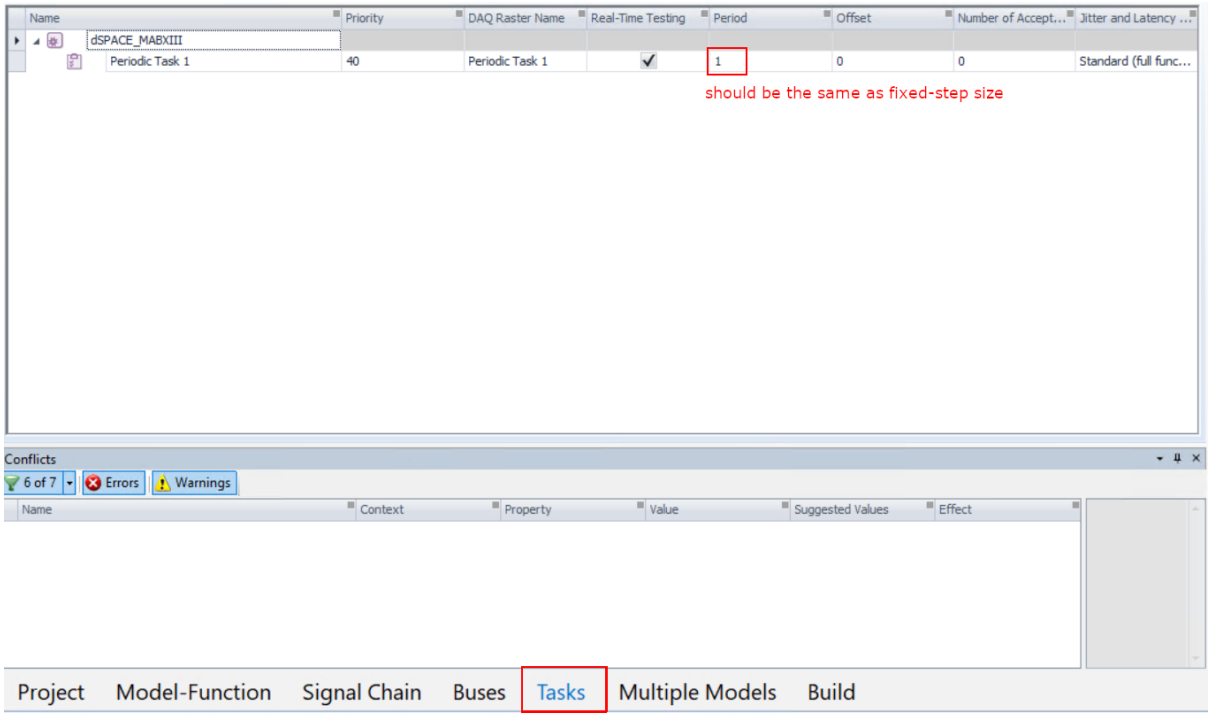

Figure 10.45: Set period of Periodic Task.
16) Go to the tasks tab and make sure the period of the Periodic Task matches the fixed step size selected in the Simulink model options (see Figure 10.45).